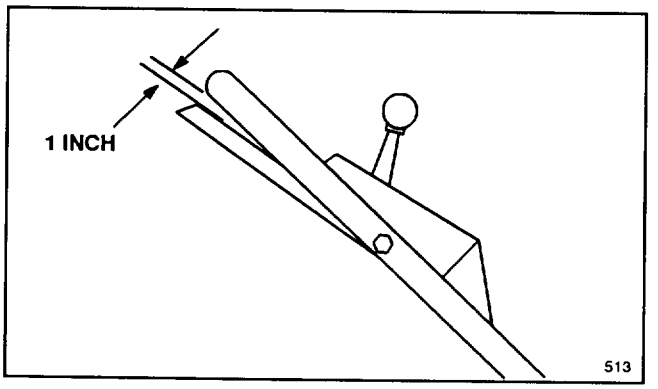

Figure 24
3. CHECK ADJUSTMENT—Slowly pull mower backward while control bar is gradually moved toward handle. Adjustment is correct when rear wheels stop turning and control bar is about 1–inch from handle (Fig. 24).